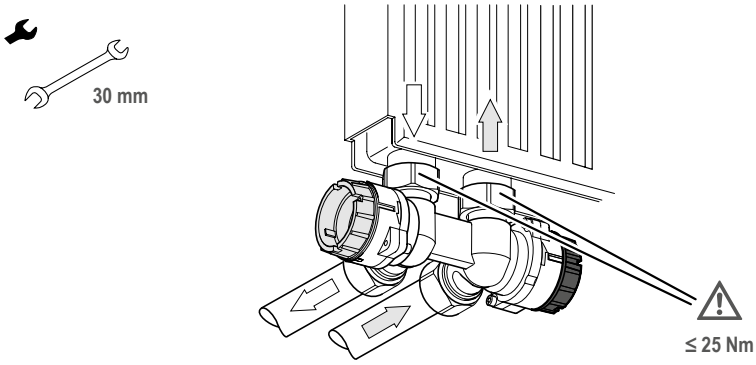

Fig. 14-7: Montage Adapter H-Winkel an Heizkörper
- Pumpenadapter H-Winkel mit je einer Dichtscheibe (im Lieferumfang enthalten) gemäß Fig. 14-7 positionieren und mittels Überwurfmutter montieren.